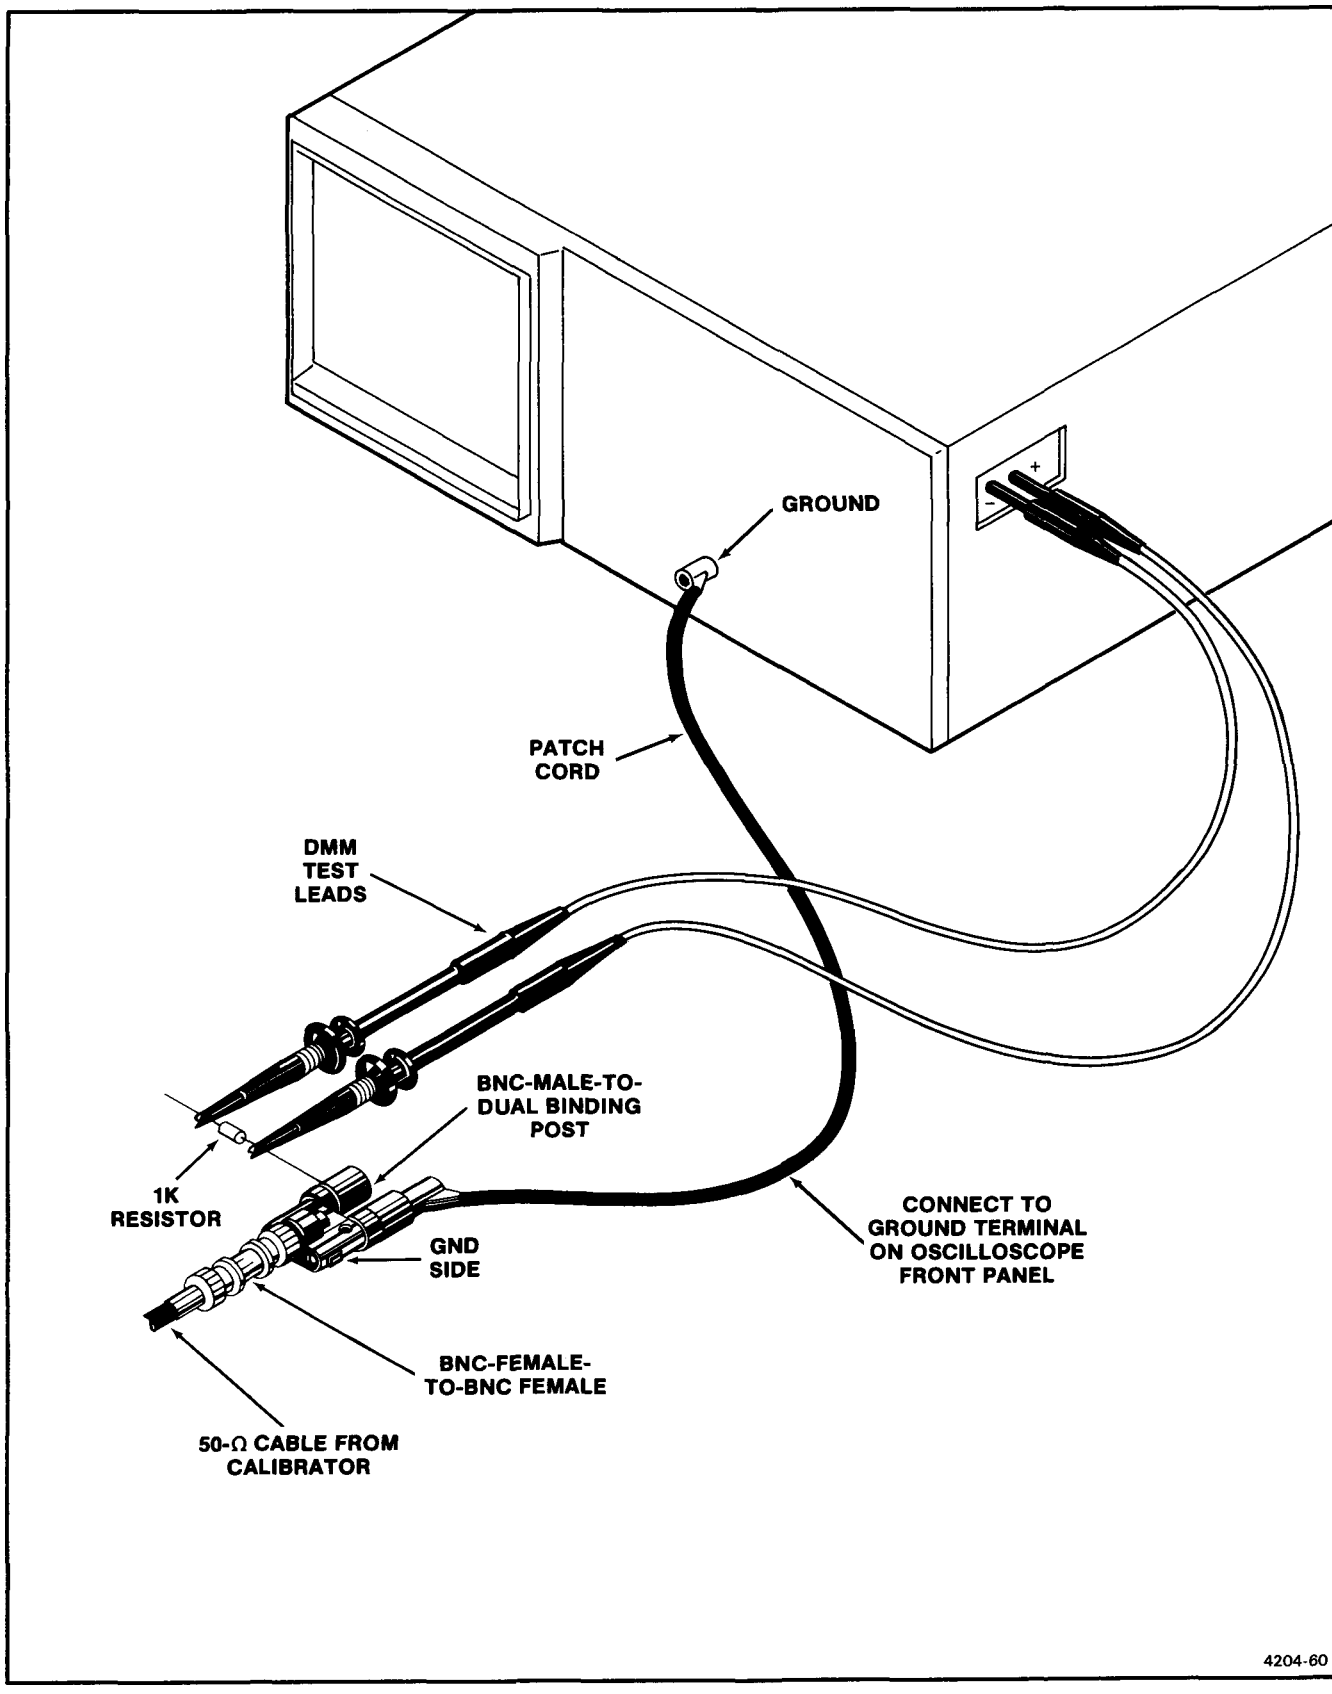

Figure 4-1. Test setup for DMM common mode check.
a. Connect the test setup as shown in Figure 4-1.